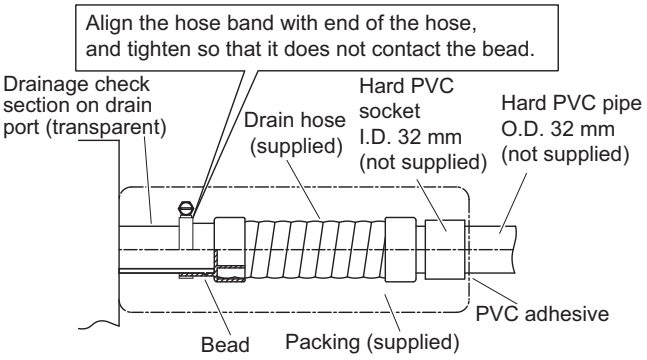

Fig. 2-177
(1) Prepare standard hard PVC pipe (O.D. 32 mm) for the drain and use the supplied drain hose and hose band to prevent water leaks. The PVC pipe must be purchased separately. The unit's transparent drain port allows you to check drainage. (Fig. 2-177)
- Insert the drain pipe until it contacts the socket, as shown in Fig. 2-177, then secure it tightly with the hose band.
- Tighten the hose clamps so their locking nuts face upward. (Fig. 2-177)